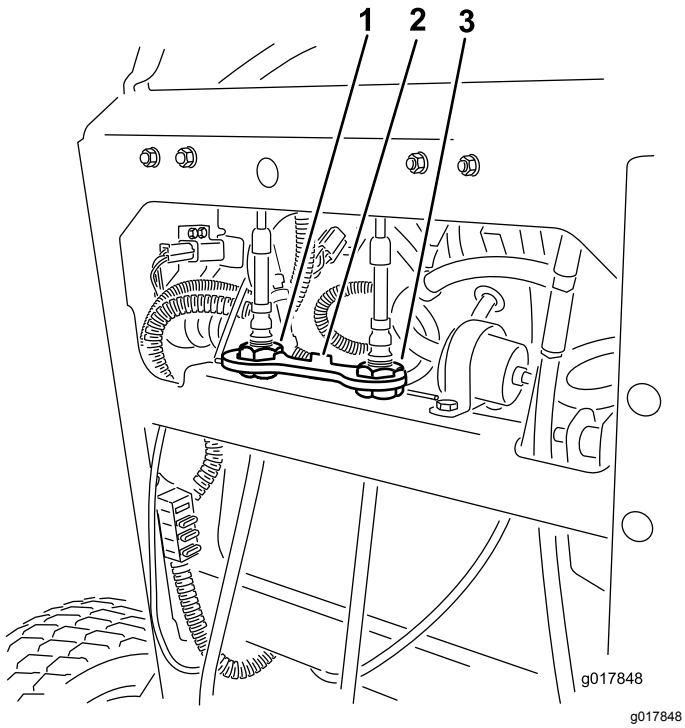

Rysunek 56
4. Przekręć prawy regulator tak, aby ustawić prawą dźwignię sterowania na środku wycięcia w panelu sterowania odpowiadającego pozycji neutralnej zablokowanej (Rysunek 56).